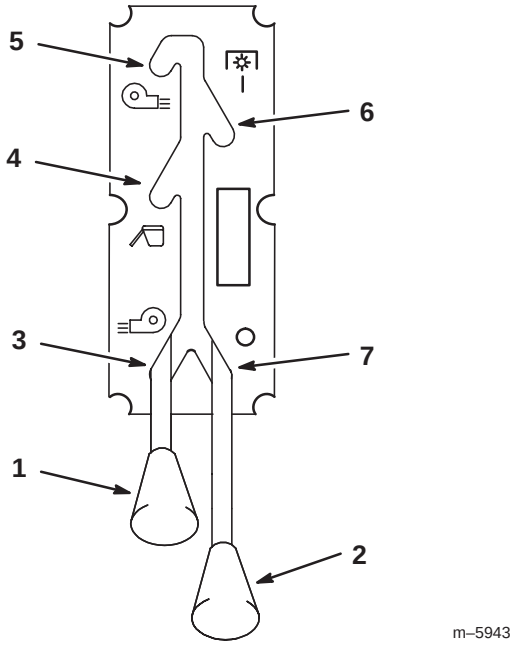

Bild 20
1. Kuppeln Sie den Zapfwellenantrieb des geräuschlosen Kollektors aus (Bild 20).
1. Stellen Sie die Auswurfsteuerung auf die niedrigste Stellung, wenn Sie Seitauswurf rechts verwenden möchten (Bild 20).
2. Stellen Sie die Auswurfsteuerung auf die mittlere Stellung, wenn Sie das Schnittgut aufsammeln möchten (Bild 20).
3. Stellen Sie die Auswurfsteuerung auf die höchste Stellung, wenn Sie Seitauswurf links verwenden möchten (Bild 20).
Der Zapfwellenantrieb befindet sich links am Kollektor (Bild 20).
1. Stellen Sie den Zapfwellenantrieb in die oberste Stellung, wenn Sie den Kollektor einkuppeln möchten (Bild 20).
2. Stellen Sie den Zapfwellenantrieb in die niedrigste Stellung, wenn Sie den Kollektor auskuppeln möchten (Bild 20).
2. Kuppeln Sie den Zapfwellenantrieb des geräuschlosen Kollektors aus (Bild 20).